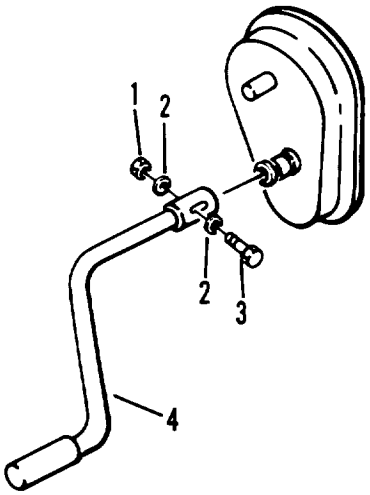

Figure 4-42. Crank
(1) Block semitrailer on jack stands.
(2) Block wheels with chock blocks to prevent movement of semitrailer.
(3) Lower landing legs for greater stability.
(4) Remove float pad from bracket for easier access to landing leg.
(5) Remove nut (1, figure 4-42), washers (2) and bolt (3).
(6) Remove crank (4).
(1) Install crank (4, figure 4-42).
(2) Secure crank (4) with bolt (3), washers (2) and nut (1).
(3) Install float pad in bracket.